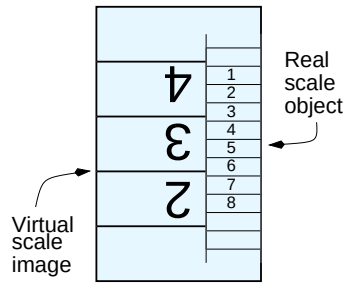

Figure 3:
B. Adjust the telescope direction until these images superimpose (as in Fig. 3). The number of divisions on the scale as viewed directly (by eye 2) which fall in one division of the image as seen through the telescope (by eye 1) is clearly the magnifying power of the telescope.